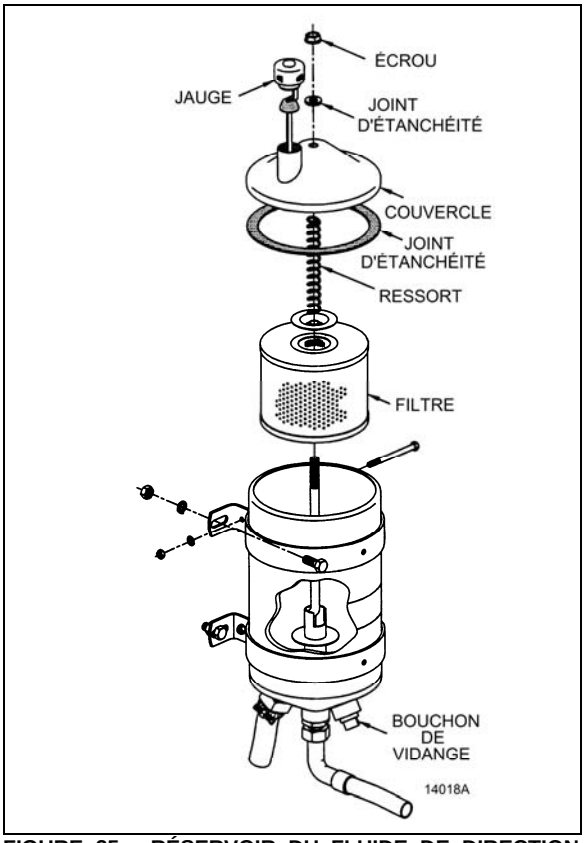

FIGURE 25 : RÉSERVOIR DU FLUIDE DE DIRECTION ASSISTÉE
3. Avant de retirer la jauge d'huile sur le réservoir du fluide de direction assistée (Figure 25), nettoyez soigneusement le réservoir et son voisinage immédiat pour